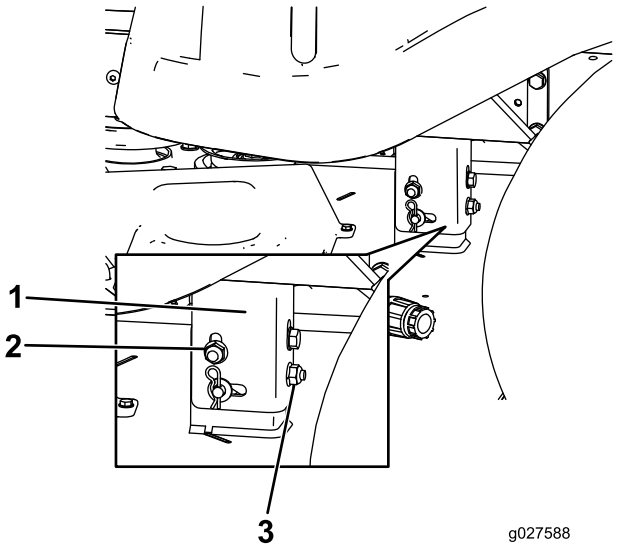

Figur 58
8. Hæv eller sænk den venstre side af plæneklipperskjoldet ved at dreje den bageste møtrik (Figur 58).